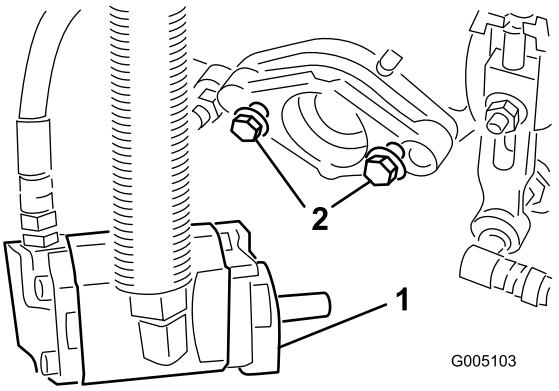

Figur 10
7. Montera fästbultarna för cylinderns drivmotor på varje klippenhet. Lämna cirka 13 mm av gängorna synliga på varje fästbult (Figur 10).
11. **Dra åt fästbultarna** (Figur 10).